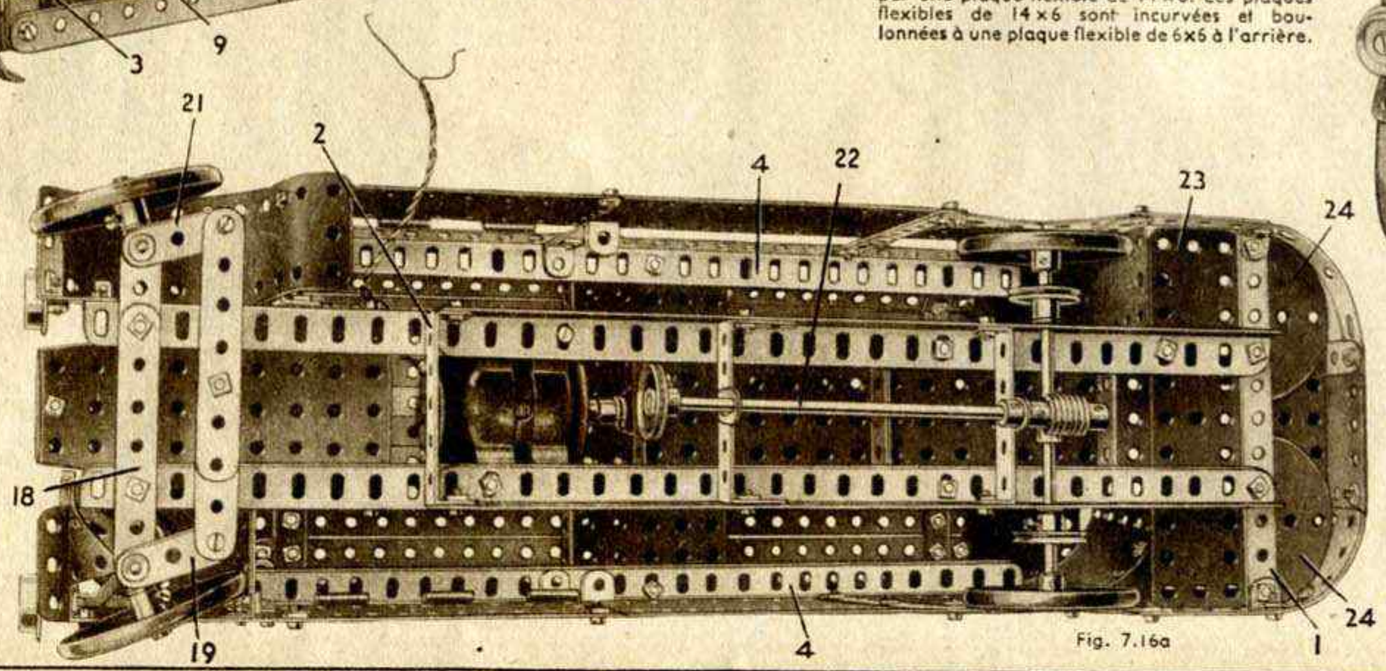

Fig. 7.16a
La construction du modèle débute par l'assemblage des longerons du châssis dont chacun consiste en deux cornières de 25 trous qui se recouvrent sur 16 trous. Elles sont réunies par une bande de 11 trous 1, et par une bande coudée de 60 × 12 (2) (Fig. 7.16a). Le capot est constitué, par deux plaques-secteur à rebords reliées par deux plaques flexibles de 11,5x6, et le radiateur est représenté par une plaque à rebords de 6 × 4.
L'essieu avant est constitué par une bande 18 composée de deux bandes de 7 trous qui se recouvrent sur 5 trous (Fig. 7.16a). Cette bande est boulonnée au châssis. Le bras de manivelle 19 est fixé sur une tringle de 9 cm. qui tourne dans le dernier trou de la bande 18, et dans une embase triangulée coudée tenue par le boulon 20. Le bras de manivelle 21 est fixé sur une tringle de 4 cm. montée dans le dernier trou de la bande 18, et tenue en place par une bague d'arrêt. Les bras de manivelle 19 et 21 sont reliés par deux bandes de 7 trous qui se recouvrent sur 5 trous, et qui sont fixées aux bras de manivelle par des boulons munis de contre-écrous. Les roues avant pivotent sur des boulons de 19 mm. fixées dans les trous filetés des bras de manivelle 19 et 21, et deux rondelles métalliques placées sur le corps de chaque boulon servent à écarter les roues d'auto des bras de manivelle.